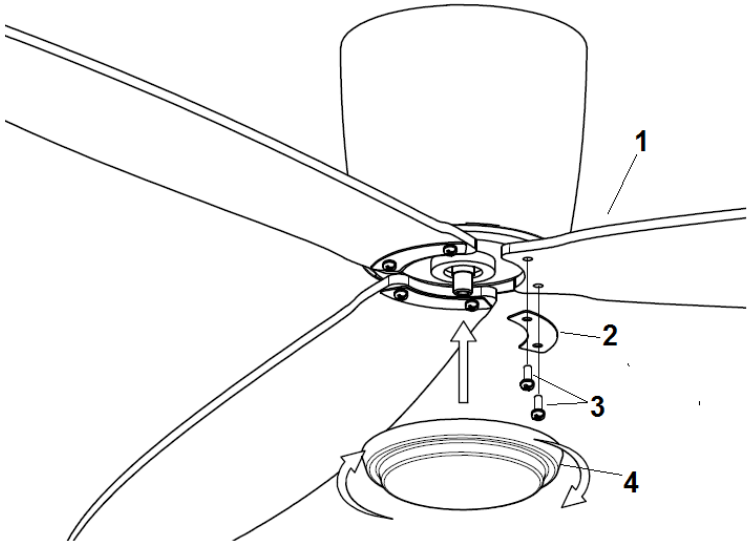

Fig. 6
- Steek de ventilatorbladschroeven als volgt door het blad-einde: - ventilatorblad-plaat (2) en blad (1). Bevestig het blad aan de motor en zet het vast door de 2 schroeven aan te draaien (3). Fig. 6
- Bevestig daarna de bodemplaat (4) op de as van de motor door hem rechtsom te draaien.